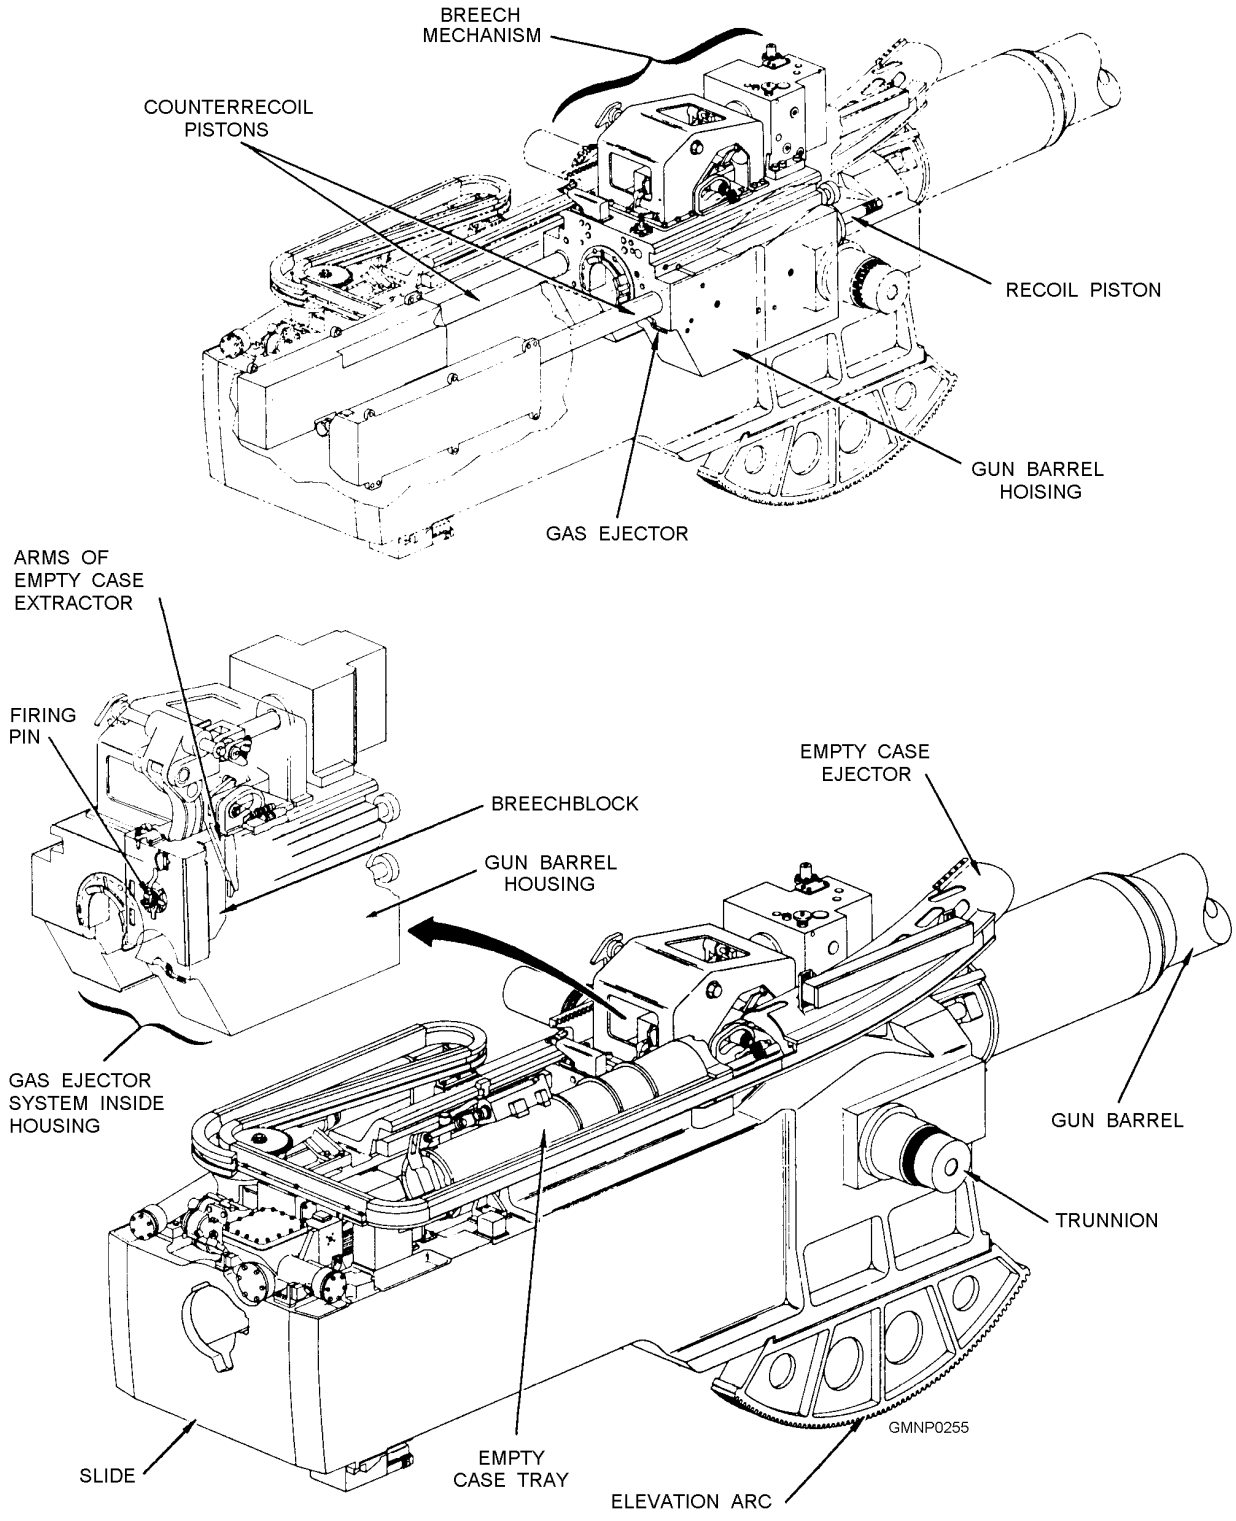

**Figure 4-63.—Slide and slide-mounted components.**
The breech mechanism (fig. 4-63) opens and closes the breech, extracts spent powder cases or guided projectile (GP) shrouds from the breech, and ejects gas from the gun barrel. The main components are a breechblock, an empty case extractor, and a gas ejector.